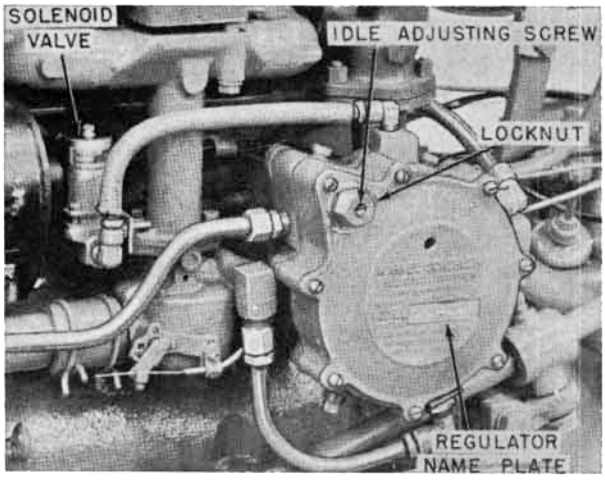

Fig. C781 — Side view of the 300 series LP-Gas engine showing the solenoid, carburetor and regulator installation.
48. When ignition switch is turned on, the solenoid operated valve (Fig. C781) opens the fuel line to the regulator. When the switch is turned off, the valve is closed and the fuel supply is shut-off. Should the valve leak or become inoperative, it will be necessary to install a complete new unit as component parts are not sold separately. Before removing the unit, make certain that both fuel tank withdrawal valves are closed.